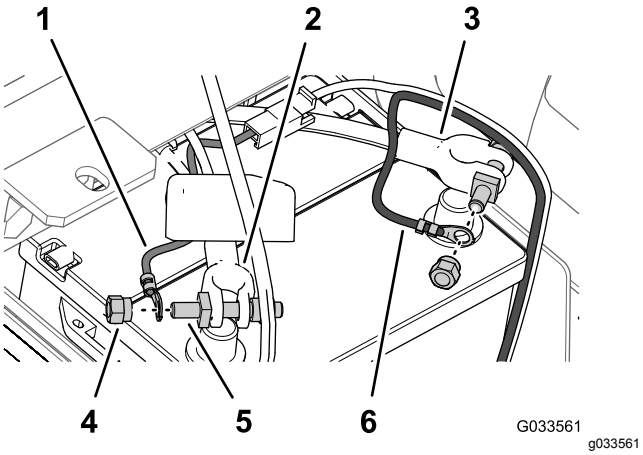

**Figur 31**
6. Fest ringterminalen til smeltekontakten (sprederens ledningssats) til polen på klemmebolten som du monterte på den positive batterikabelen, med en klemmemutter (Figur 31).
7. Fest den negative kabelens ringterminal (svart – sprederledningssats) til polen på klemmebolten som du monterte på den negative batterikabelen, med en klemmemutter (Figur 31).